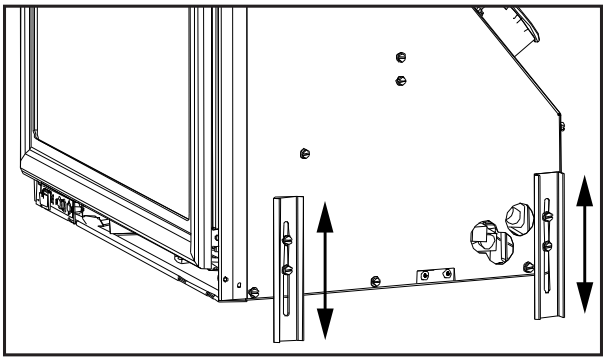

Figure 29: Levelling legs position.
5. If the fireplace opening is lower than 19" (483mm), remove the vent collar plate from the top of the insert by unscrewing the two (2) T-20 Torx screws located on the center top of the stove, and the four (4) screws at the rear draft hood box. Slide the collar plate backwards. Properly secure the vent collar plate to the flexible vent pipe liner(s) previously installed in the chimney. Be careful not to over-stretch the liner(s).
8. Using a ¼" hex driver, adjust the levelling legs to ensure the unit is level and high enough if a base shelf and/or riser is to be installed. There are two (2) levelling legs on each side (shown in Figure 29).